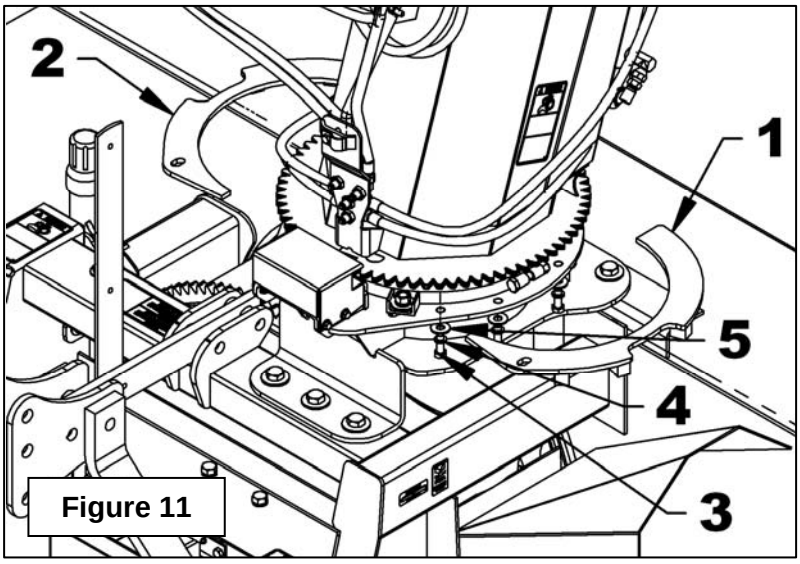

Figure 11
2. **Figure 11:** Insérer la bride (item 1) par-dessus la plaque de retenue, sous l'engrenage de la chute.
3. **Figure 11:** Dans les trous précédemment percés, fixer la bride à la souffleuse avec cinq boulons 1/2"NC x 1 1/2", rondelles de blocage 1/2" et rondelles plates 1/2" (9/16" de trou) (items 3-4-5). Serrer à 88 lb-pi (119 N-M).
5. **Figure 11:** Répéter la même procédure de l'autre côté avec l'autre bride (item 2).